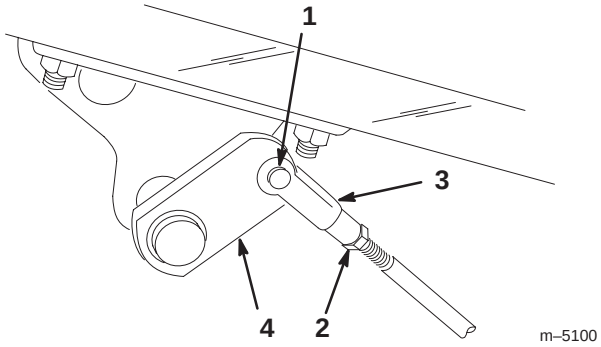

**Figure 43**
2. If the brakes do not lock equally, disconnect the brake rods by removing the cotter pin and clevis pin (Fig. 43).
3. Loosen the jam nut and adjust the clevis accordingly (Fig. 43).
4. Assemble the clevis to the brake shaft (Fig. 43).